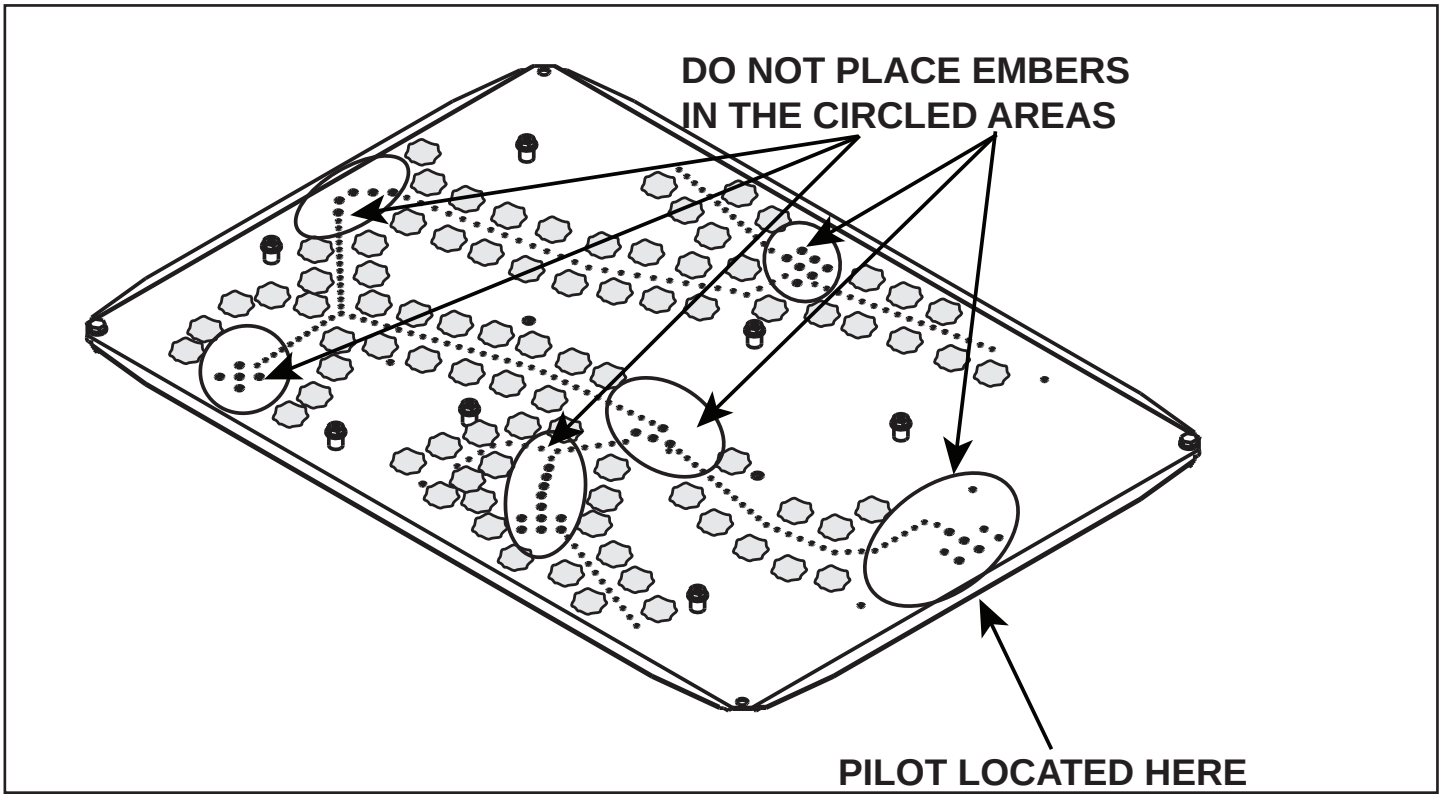

Figure 11.12 Placement of Embers
- Embers may only be placed in areas as shown in Figure 11.12 Care should be taken not to cover the lighting trail of ports near pilot assembly as shown in Figure 11.12.
- When placing Glowing Embers® onto the burner care should be taken so that the ports are not covered. Place the dime-size ember pieces. See Figure 11.12. Failure to follow this procedure will likely cause lighting and sooting problems.